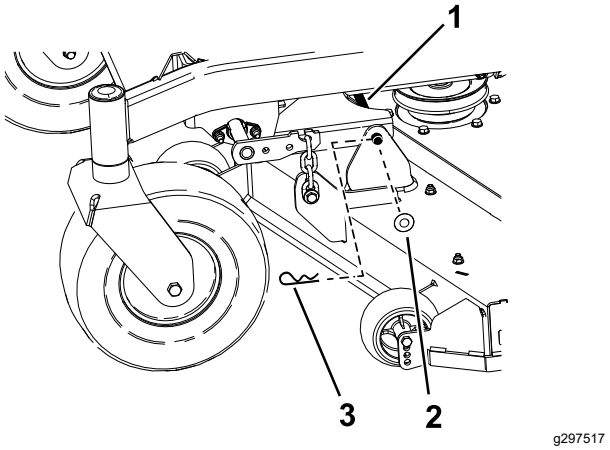

Figur 76
6. Fjern hårnålssplinten og skiven som sikrer leddtappen til rammen og klippeenheten, og fjern leddstangen (Figur 76).
9. Fest leddtappen med hårnålssplintene og skivene du fjernet tidligere (Figur 76).